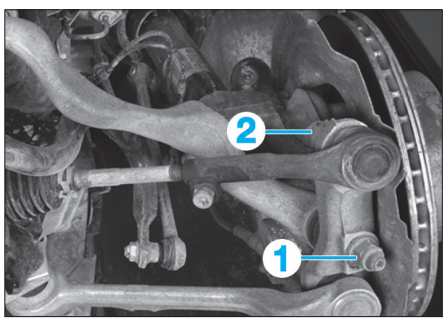

Fig. 33
- l'écrou de la rotule de bras de traction (1) du pivot **(Fig.33)**,
- l'écrou de la rotule de biellette de direction (2) du pivot.